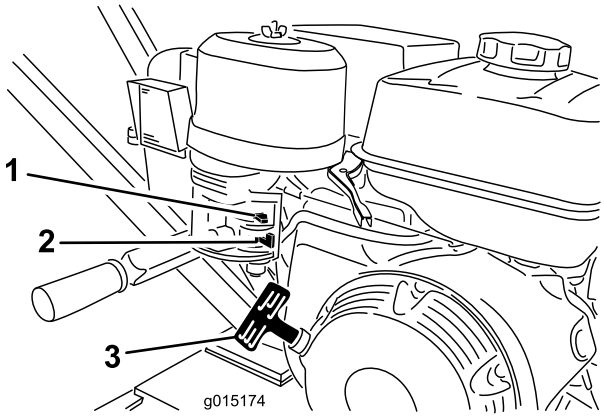

Figure 11
1. Tournez le robinet d'arrivée de carburant complètement à droite en position ouverte (Figure 11).
4. Tirez légèrement sur la poignée du lanceur jusqu'à ce que vous sentiez une résistance, puis tirez vigoureusement. Relâchez lentement la poignée du lanceur (Figure 11).